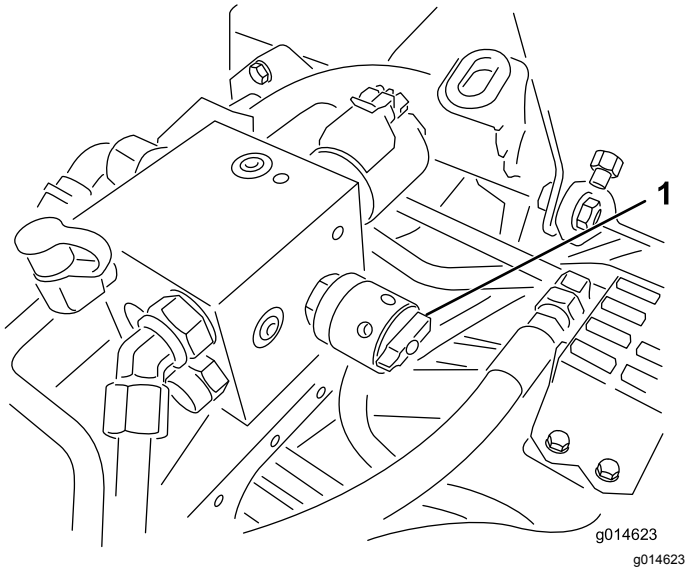

**Figur 49**
4. Juster knivcylinderhastigheden ved at dreje knappen (Figur 49), indtil indikatorpilene er på linje med det fastslåede tal fra trin 3.